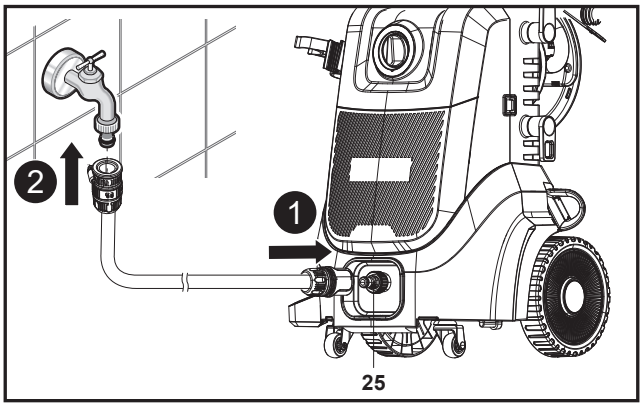

Rys. 10
2. Zamocować wąż ogrodowy do adaptera przyłącza wody (25) na przyłączu wlotu wody (10) na maszynie (rys. 10, krok 1). W przypadku wlotu wody należy zawsze używać standardowej złączki. Aby zapewnić prawidłowe działanie, wąż nie może być dłuższy niż 8 m.
3. Podłączyć drugi koniec węża ogrodowego do dopływu wody (rys. 10, krok 2).